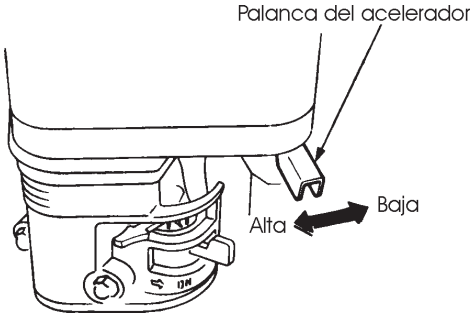

Figura 12. Palanca del ahogador
4. Coloque la ***palanca del acelerador*** (Figura 12) a la mitad entre la velocidad ***alta*** y ***baja***.
1. Coloque la ***palanca del acelerador*** (Figura 12) a la posición ***baja***, y escuche como disminuye la velocidad del motor.